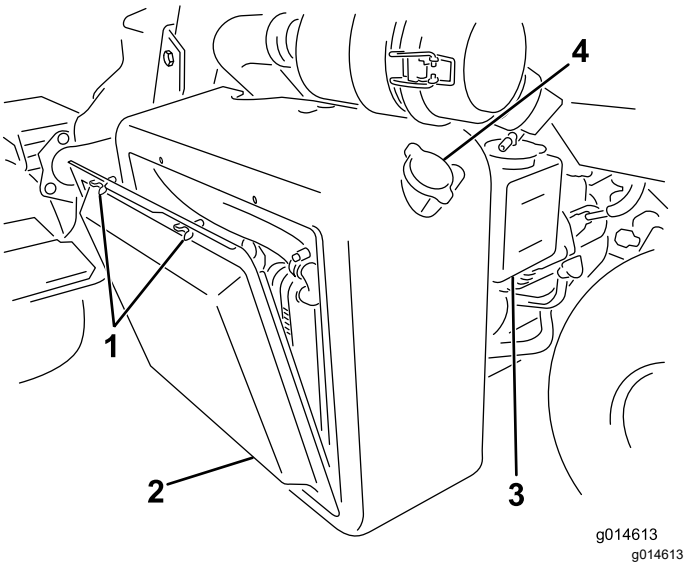

**Figuur 41**
1. Verwijder het radiateurscherm (Figuur 41).
2. Controleer het koelvloeistofpeil (Figuur 41 en Figuur 42).